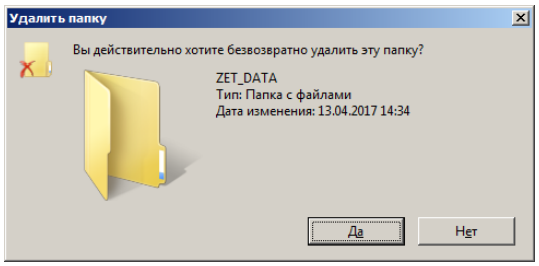

Рис. 2.13 Окно «Удалить папку»
- в открывшемся окне «Удалить папку» (*Рис. 2.13*) подтвердить удаление активировав кнопку «Да», после чего память сейсмографа будет полностью очищена;